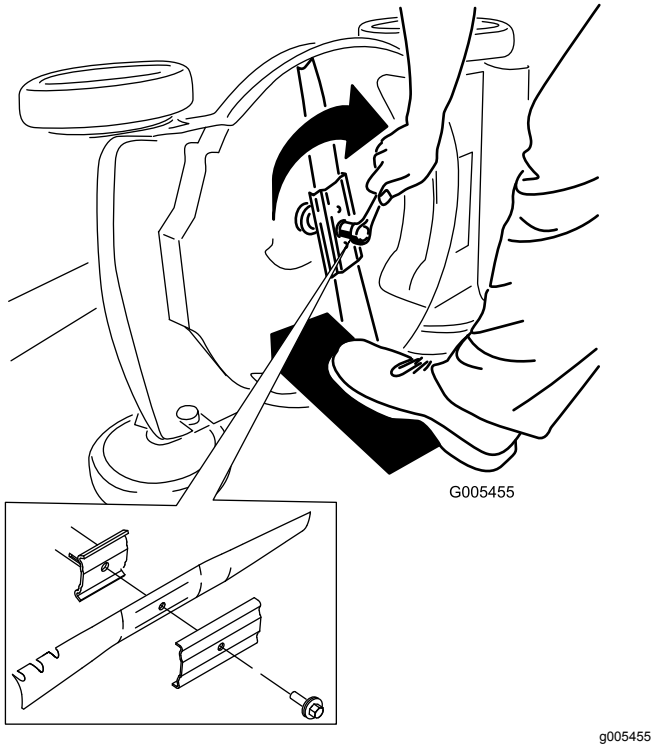

Figur 44
4. Ta bort kniven och spara alla monteringsdelar (Figur 44).
5. Sätt fast den nya kniven och alla monteringsdelar (Figur 44).